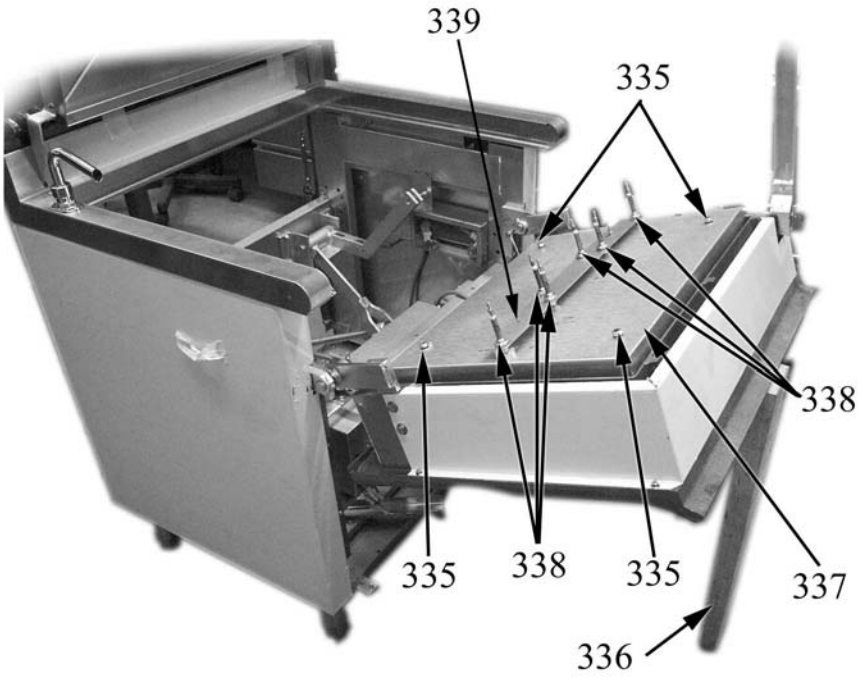

Fig. 35
- turn the pan forward but be careful not to put it in horizontal position because this would damage the operating thermostat shaft, and use a support as shown in Fig. 35;
- unscrew the nuts (item 338 in Fig. 35) and remove the heating element fixing plate (item 339 in Fig. 35);
- unscrew the nuts (item 335 in Fig. 35) and remove the protective plate (item 337 in Fig. 35);